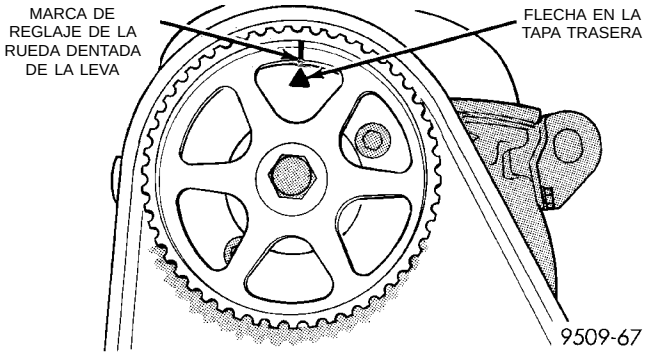

Fig. 51 Marca de reglaje del árbol de levas
(5) Coloque el árbol de levas en el PMS, alineando la marca situada en la rueda con la flecha de la parte trasera de la tapa de la correa de distribución (Fig. 51).